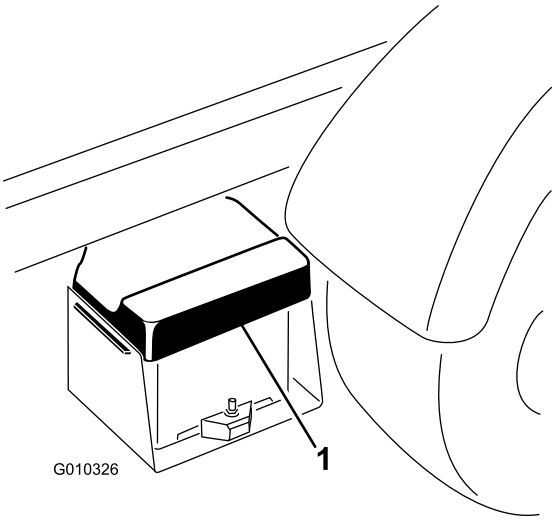

Figur 47
1. Klem på batteridækslet for at løsne tapperne fra batteribundpladen. Fjern batteriet fra batteribundpladen (Figur 47).